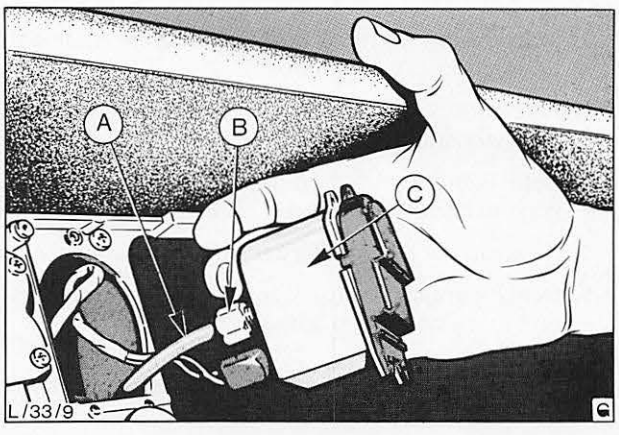

Abb. 17 Öldruckanzeiger ausbauen
6. Schlauch nach Lösen der Schraube „B", Abb. 17, abschließen, Lampenhalter von der Hinterseite des Anzeigers abziehen und Öldruckanzeiger entfernen.